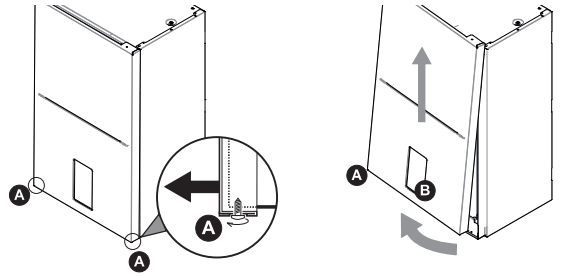

fig. 14 - demontage van het voorpaneel
- Draai schroeven A gedeeltelijk los (zie "fig. 14 - demontage van het voorpaneel").
- Trek paneel B eruit en maak het los van de bovenste bevestigingen (zie "fig. 14 - demontage van het voorpaneel").